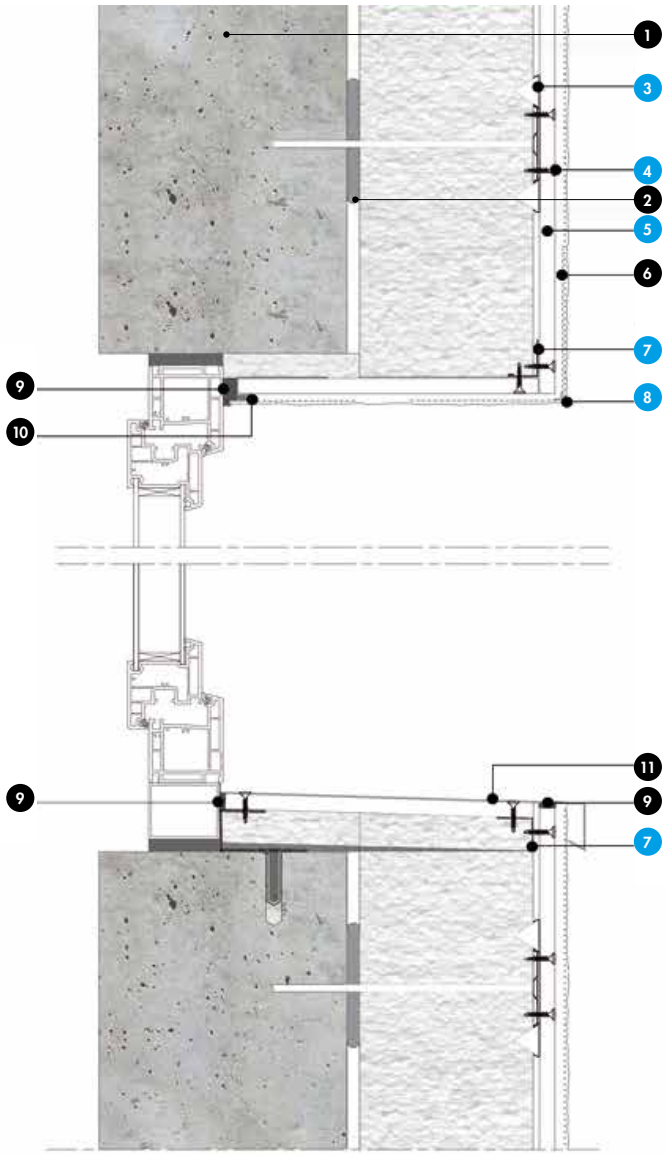

Fig. 7 : Principe d'arrêt linteaux et tablettes de fenêtres - cas d'un isolant dans l'ouverture en PSE Knauf, car d'épaisseur ≤ 30 mm
**Nomenclature de la figure 7**